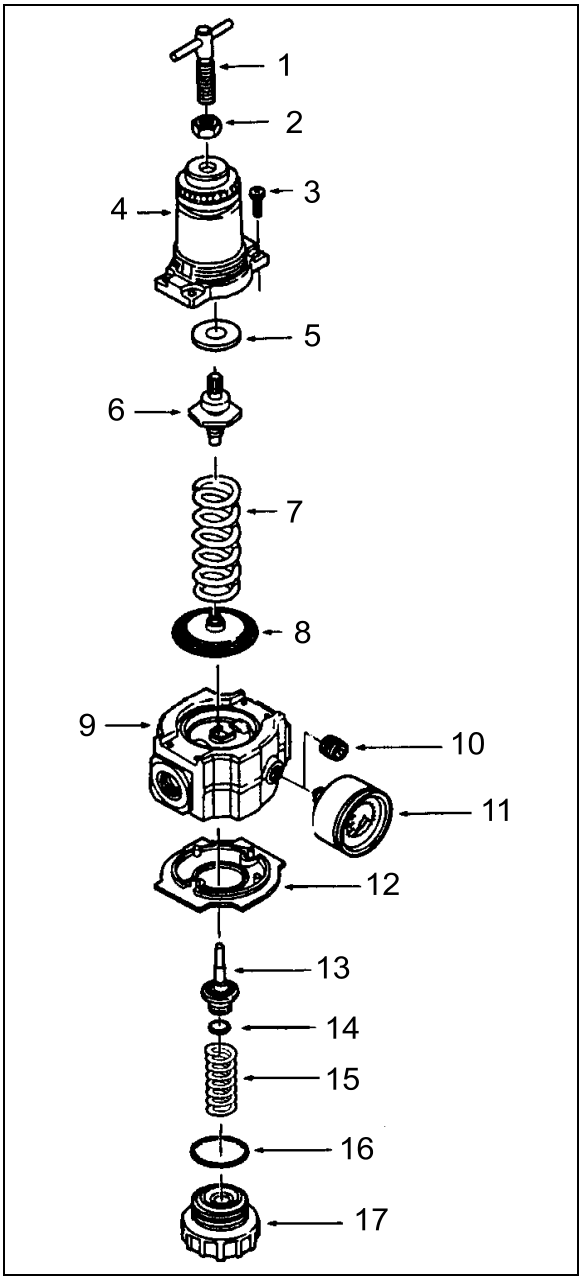

FIGURE 40: AIR PRESSURE REGULATOR 16035
1. Before turning on system air pressure, release jam nut (2, Figure 40) then turn regulator adjustment handle counter-clockwise until the load is removed from the regulating spring.
5. Tighten jam nut (2,Figure 40) to lock pressure setting.
1. Shut off inlet pressure and reduce pressure in inlet and outlet lines to zero. Turn regulator adjustment handle (1, Figure 40) counterclockwise until all load is removed from regulating spring. Regulator can be disassembled without removal from air line.
1. Lubricate O-ring (14 and 16, Figure 40), valve stem (13), tip of adjusting screw (1), and the outer circumference and both sides of the thrust washer (8) with a light coat of good quality O-ring grease.